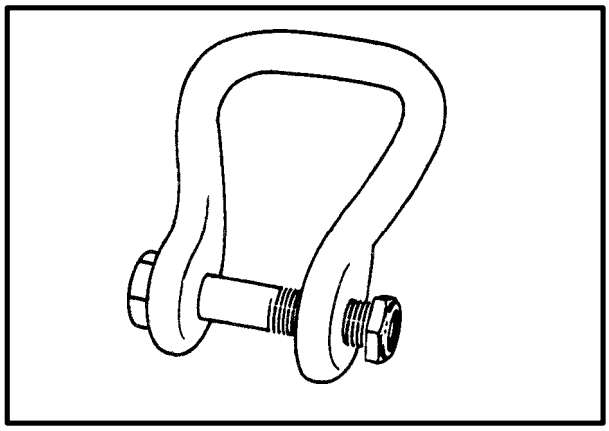

*Figure 8-15. Large Clevis Assembly (Part No. MS 70087-3)*
**(1) Large Clevis.** The large clevis (Figure 8-15) can be used to lift a load that weighs up to 12,500 pounds if it has only one attachment point. If the load has four attachment points and a large clevis is used at each lifting point, the maximum loadweight that can be lifted is 31,500 pounds. If the load has two or three attachment points, the maximum load weight is 15,750 and 23,625 pounds, respectively. The large clevis is often used as a junction point when suspending an accompanying load under a howitzer. The large clevis uses a 1-inch bolt and nut.